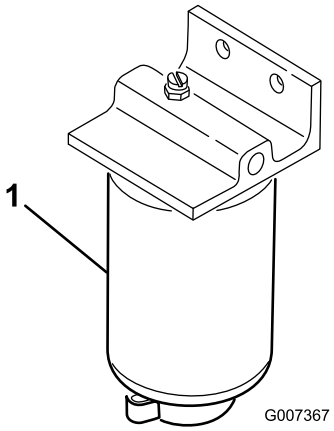

**Figura 38**
1. Coloque un recipiente limpio debajo del filtro de combustible (Figura 38).
2. Limpie la zona de montaje del filtro (Figura 38).